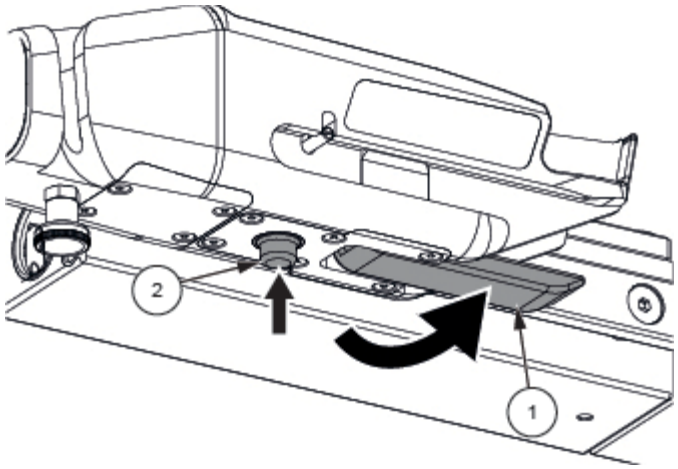

Figura 6-2. Bloquee el mango para el traslado motorizado
3. Bloquee la palanca de sujeción (1). Consulte la *Figura 6-2*.
1. Baje la palanca de bloqueo (1), mantenga presionado el bloqueo del raíl (2) y tire hacia fuera del mango para el traslado motorizado. Consulte la *Figura 6-2*.